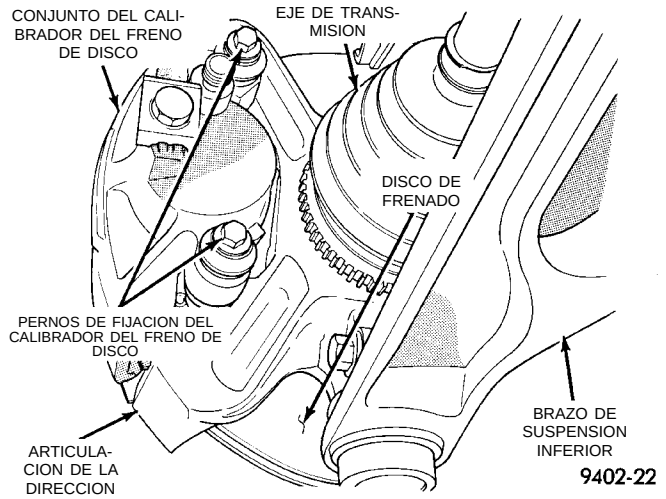

Fig. 52 Pernos de fijación del calibrador
(1) Eleve el vehículo sobre gatos fijos o centrado en un elevador de contacto de bastidor. Consulte el procedimiento de elevación requerido para este vehículo en Elevación, dentro de la sección Lubricación y mantenimiento de este manual de servicio.
(2) Retire la rueda y el neumático delanteros.
(3) Retire los 2 pernos (Fig. 52) que fijan el calibrador del freno de disco a la articulación de la dirección.